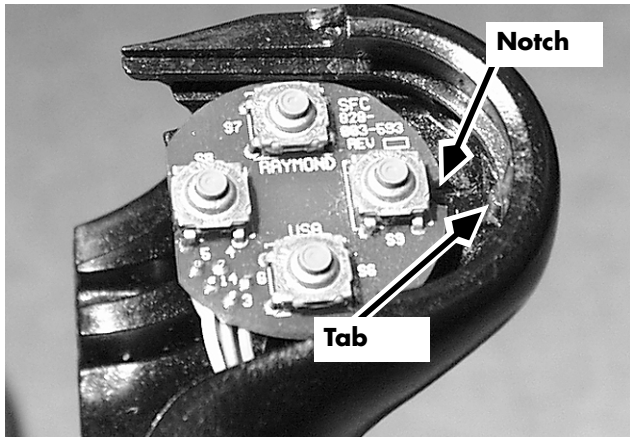

Figure 7-48: Tilt/Sideshift Switch Card (EZ/ES/ET/EF cold storage)
4. Slide the switch card into the slot in the handle shell, with the notch to the outside and the flat towards the lift/lower potentiometer. See Figure 7-48.